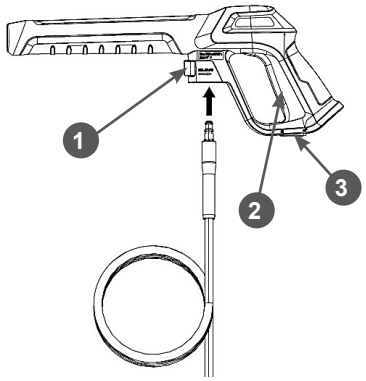

Рис. 4 Соединение пистолета и шланга высокого давления
4. С помощью быстроразъемного соединения подключите шланг высокого давления к пистолету (Рис. 4), будет слышен щелчок, когда он встанет на место. Чтобы отсоединить шланг высокого давления, нажмите фиксатор 1 на пистолете. Заблокируйте рычаг включения 2 фиксатором 3 от случайного включения (Рис. 4)